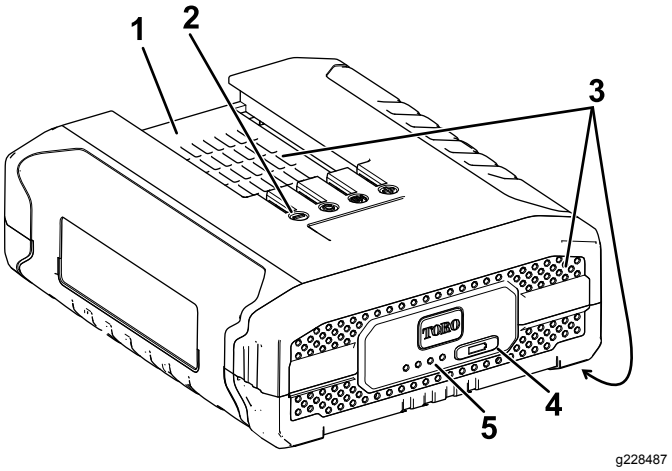

Figura 23
2. Alinee el hueco de la batería (Figura 23) con la lengüeta del cargador.